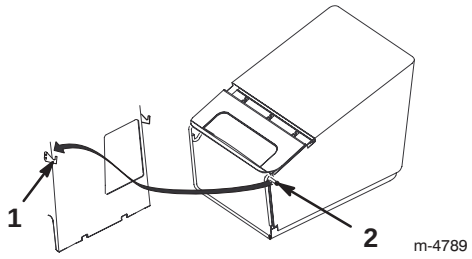

Figur 14
4. Häng upp gräsuppsamlarens rampiggar i krokarna enligt figur 14.
4. Lyft av gräsuppsamlarens rampiggar från krokarna och öppningen enligt figur 14.